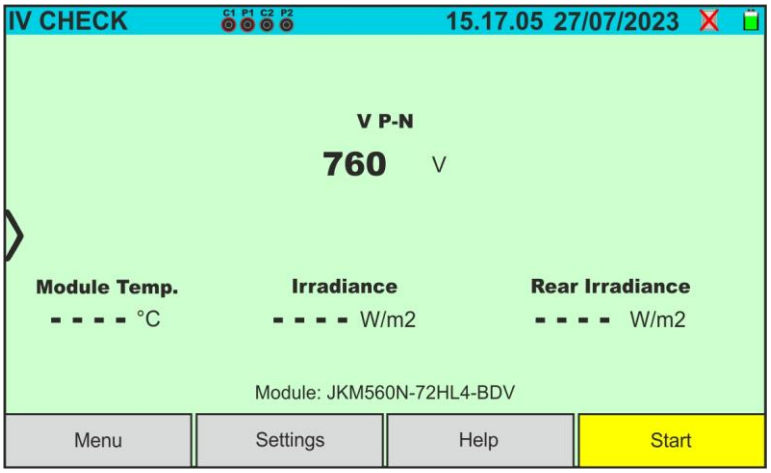

Fig. 47: Initial IVCK test screen without remote unit on Bifacial modules
5. In the case of **Bifacial** modules, the Fig. 47 screen is present on the display. The following parameters are shown: